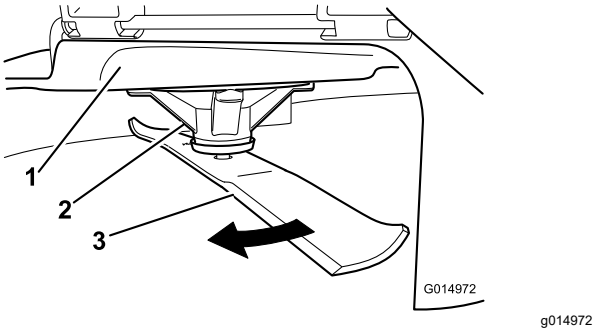

Figur 103
2. Bär tjocka vadderade handskar eller annat lämpligt handskydd och rotera långsamt kniven till ett läge så att du kan mäta avståndet mellan knivseggen och det plana underlag som maskinen står på (Figur 103).